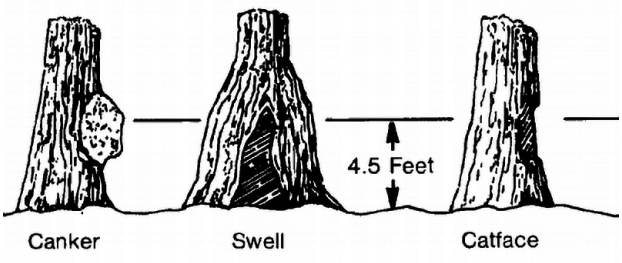

Figure 5. Abnormalities at 4.5 feet.
6. Abnormalities: For abnormalities, measure at the first place **above** 4.5 feet where the tree appears normal. Be sure you note where you measured DBH in the comments field on the datasheets. See Figure 5.